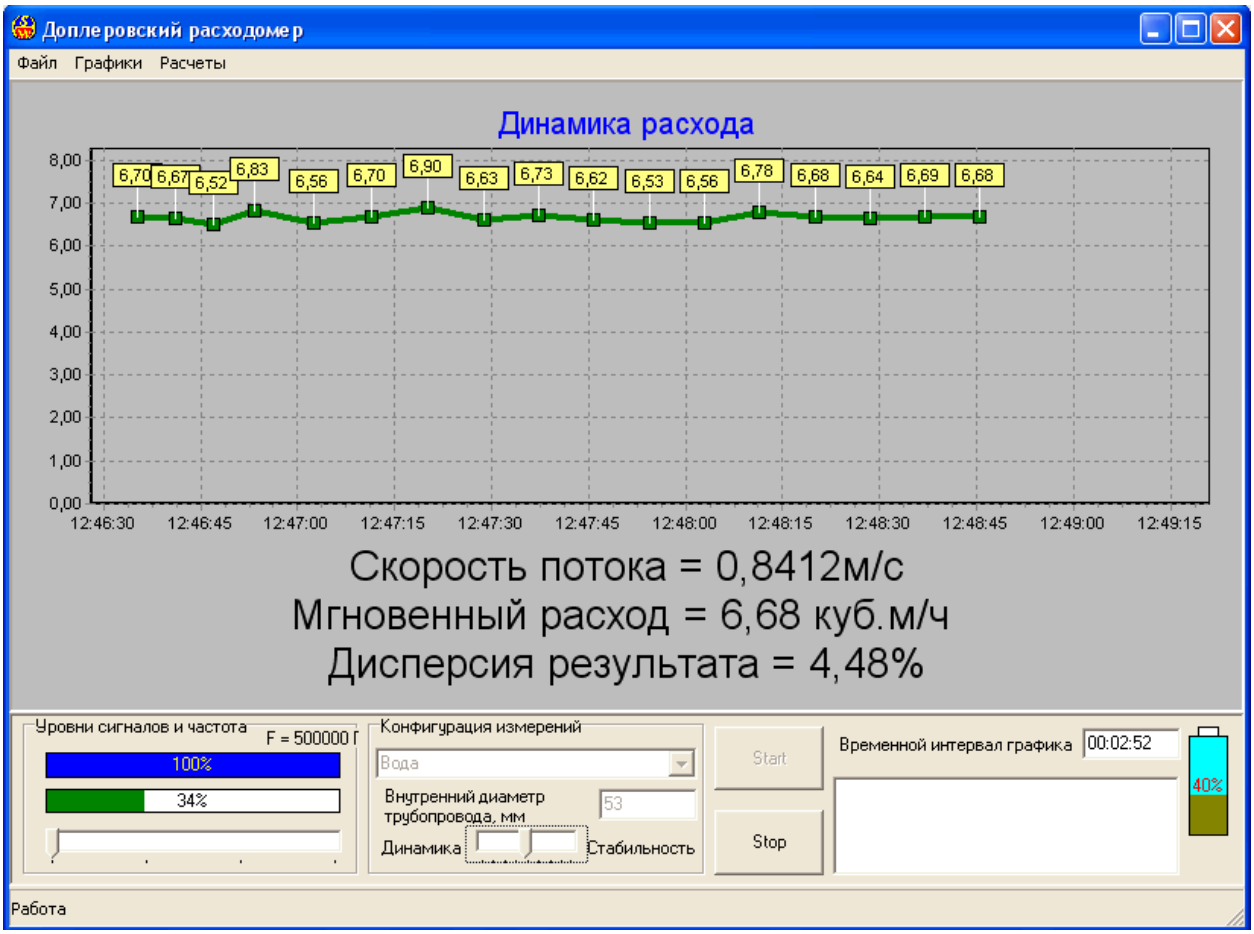

Рисунок 1
4.2.1 Для напорных трубопроводов ПП устанавливаются с противоположных сторон трубопровода в горизонтальной плоскости (смотри рисунок 1 приложения Д).
- электронный блок (смотри рисунок 1 приложения В);
Для напорных трубопроводов ПП устанавливаются с противоположных сторон трубопровода в горизонтальной плоскости (смотри рисунок 1 приложение Д).
После запуска программы появляется ее главное окно (см. рисунок 1).